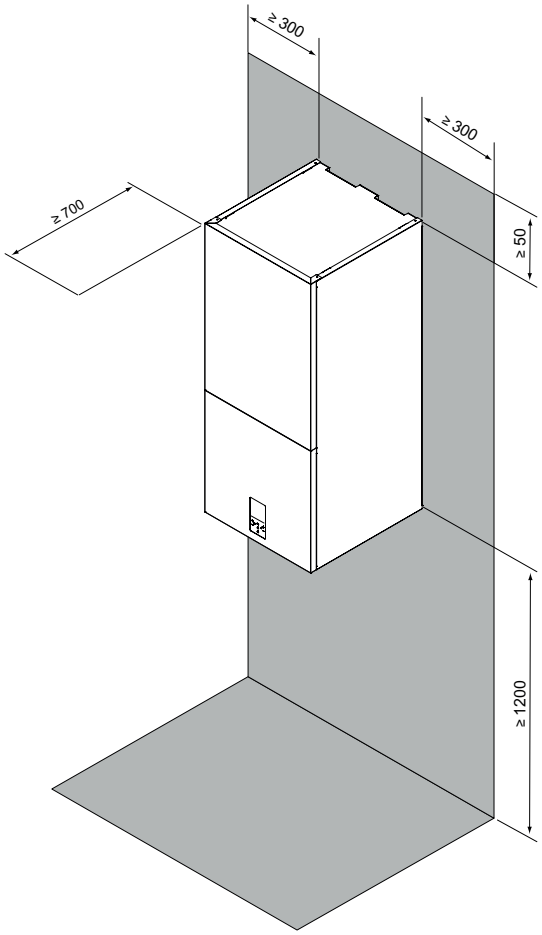

fig. 9 - Área operacional mínima para a unidade interna
- O espaço ao redor da unidade é adequado para a manutenção, ver fig. 9.